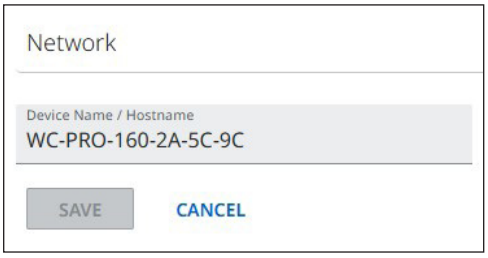

Figure 30. Network Panel Hostname
1. Click **`EDIT`** in the `Network` panel. The editable fields are displayed (see figure 30 at right).